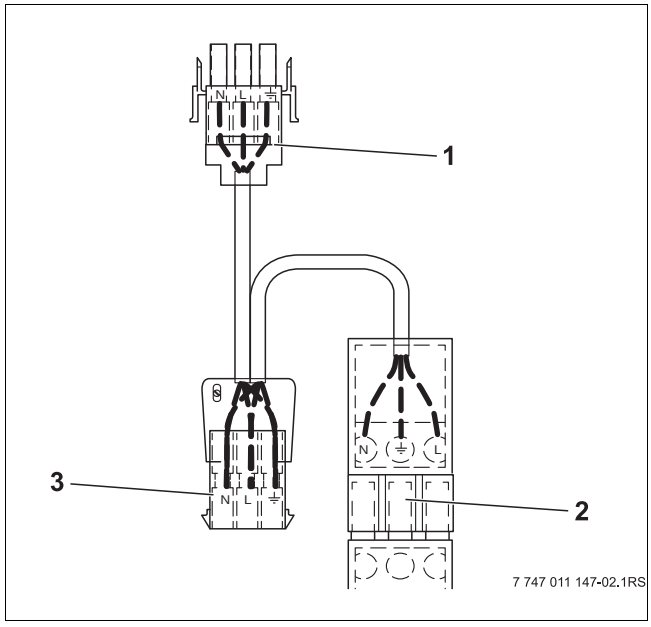

Rys. 2 Adapter
– Adapter (→ rys. 2)
- Włożyć wtyczkę adaptera (→ rys. 2, [1]) w gniazdko silnika palnika. Przestrzegać oznaczenia kodowego wtyczki.
- Włożyć wtyczkę silnika palnika w gniazdko adaptera (→ rys. 2, [3]). Przestrzegać oznaczenia kodowego wtyczki.
- Utworzyć połączenie elektryczne między złączem wtykowym adaptera (→ rys. 2, [2]) a osprzętem urządzenia przy pomocy przewodu giętkiego H05V2V2-F 3x1 qmm. Przestrzegać oznaczeń na wtyczce połączenia wtykowego (N-uziemienie-L).